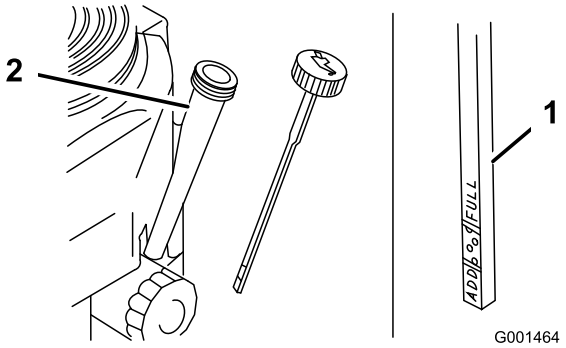

Figura 30
4. Limpie alrededor de la varilla de aceite (Figura 30) para impedir que caiga suciedad por el orificio de llenado y cause daños en el motor.
5. Desenrosque la varilla de aceite y limpie el extremo (Figura 30).
6. Deslice la varilla a fondo en el tubo de llenado, pero no la enrosque en el tubo (Figura 30).
9. Vierta lentamente un 80% aproximadamente de la cantidad especificada de aceite por el tubo de llenado (Figura 30).